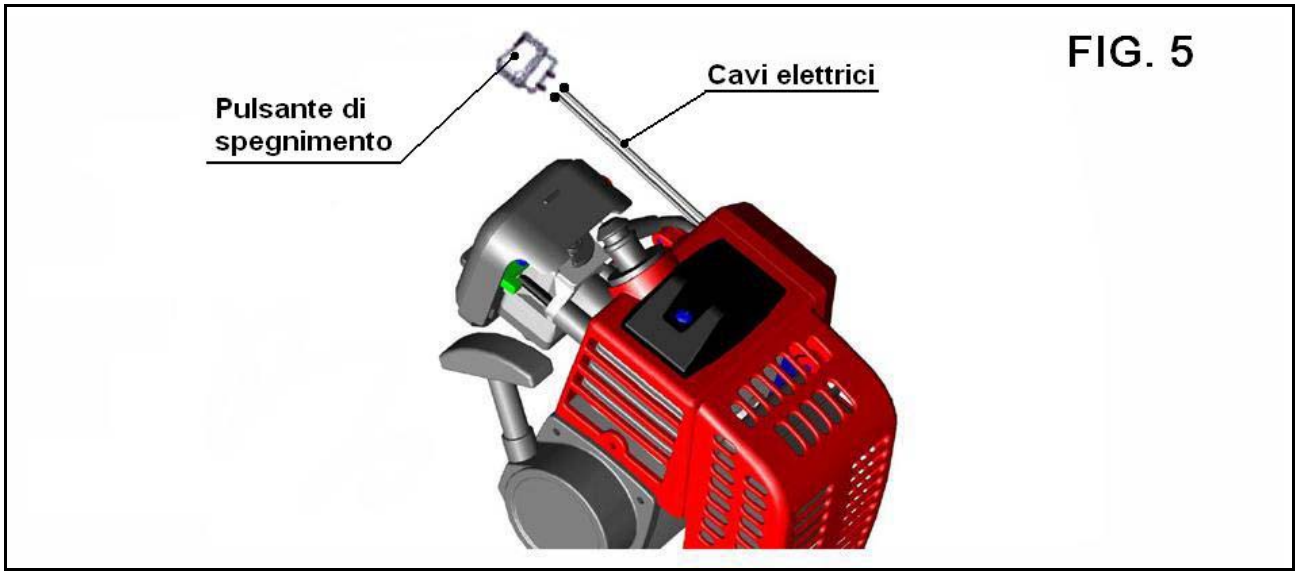

FIG. 5
2. Premere il pulsante di spegnimento per arrestare il funzionamento del motore (Fig. 5).